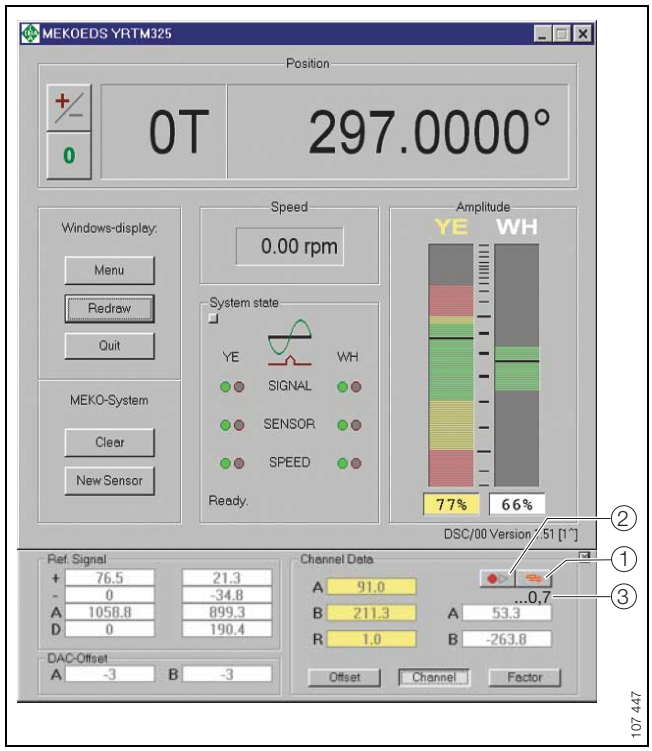

Figure 1 · Main program with expanded display
Measurement is carried out while the bearing is stationary using the malfunction key (Figure 1, ①). The value ③ should be read off five seconds after pressing the key.
- Press the record key (Figure 1, ②).
- To close, click the record key ② again.